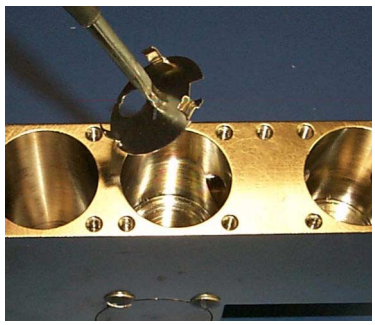

Figure 5-46 Insertion of Ground Slit Plate in Ion Source Cavity
1. Place the ground slit plate onto the locking screwdriver as you did to remove it (Figure 5-46) with the prongs facing up.